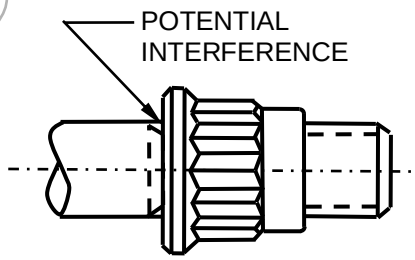

FIGURE 2 – INSUFFICIENT THREADS
p) Insufficient threads. Interference of the nut threads with the unthreaded part of a bolt shank. See Figure 2